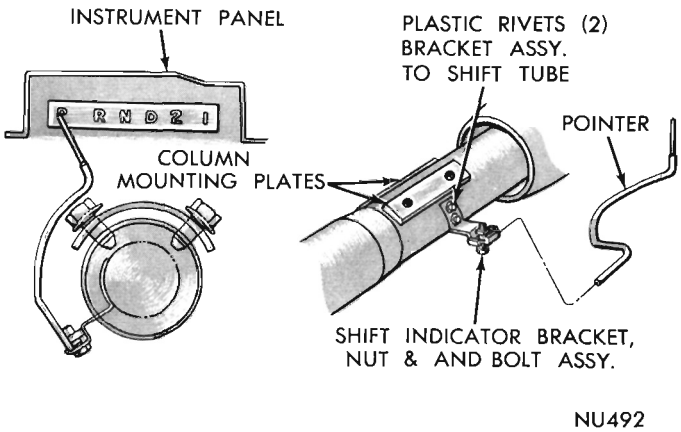
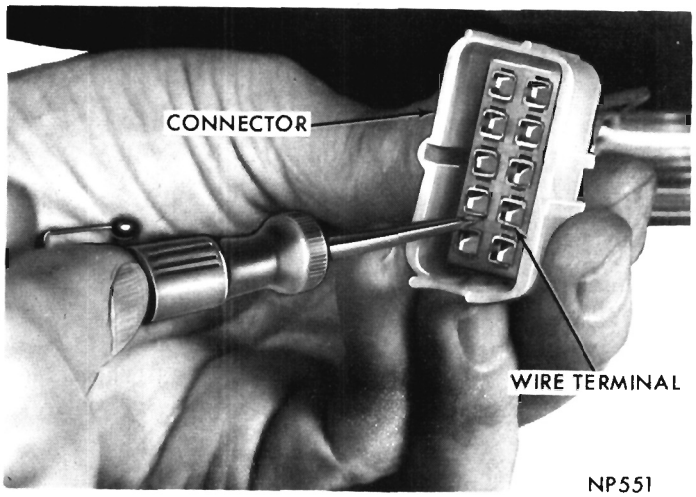

Fig. 2—Gearshift Indicator Mounting
Fig. 3—Removing Wires from Connector
(1) Disconnect battery ground cable.
(2) Disconnect shift linkage rod from lever at lower end of steering column.
(3) Remove steering shaft lower coupling to wormshaft roll pin.
(4) Disconnect turn signal wire connector at steering column jacket.
(5) Remove horn ring ornament assembly by turning counterclockwise.
(6) Disconnect wire at horn switch. Remove three screws attaching horn ring and switch to steering wheel, then remove horn ring and switch.
(7) Remove steering wheel retaining nut and washer. Remove steering wheel with Tool C-3428B. **Do not bump or hammer on steering shaft to remove wheel.** Lift spring and horn contact plate off of steering shaft. Remove turn signal lever.
(8) Remove floor plate to floor pan attaching screws. Remove finish plate from under instrument panel to expose steering column bracket.
(9) Disconnect gearshift pointer (Fig. 2) before lowering steering column from instrument panel.
(10) Remove one bolt and the nuts attaching steering column bracket to instrument panel support.
(11) Carefully pry lower coupling from steering gear wormshaft and remove column assembly out through passenger compartment being careful not to damage paint or trim.
(3) Carefully pry upward on one end of gearshift indicator operating lever to remove from shift tube (Fig. 2).
(4) Drive out gearshift lever pivot pin and remove shift lever only if necessary to repair lever, bowl or shift lever spring.
(5) Remove turn signal wire terminals from connector by lightly pulling on each wire while inserting a small thin bladed screwdriver above and below the terminal to release the tangs (Fig. 3).